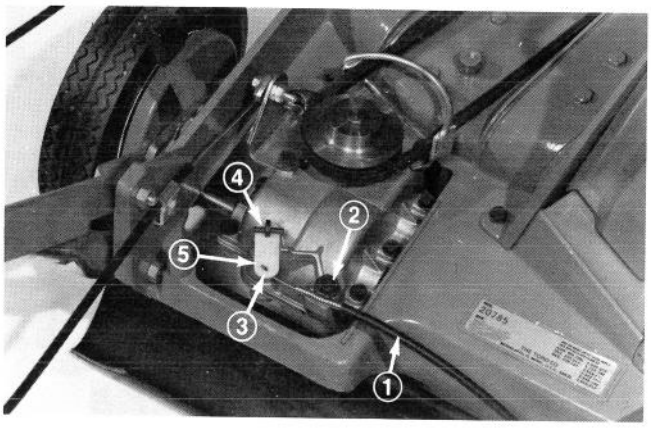

Afbeelding 37
6. Duw de transmissie-hefboom zover mogelijk naar rechts in de richting van de kabel met de kopbouten, houd de hefboom in positie en draai de kopbouten vast (Afb. 37).